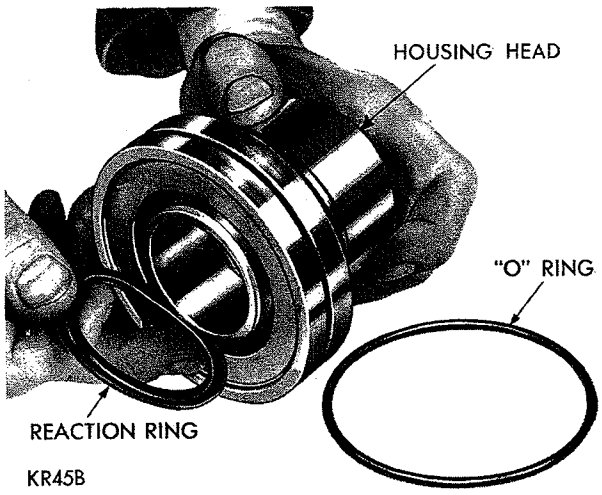

***Fig. 22—Installing Reaction Seal Ring in Worm Shaft Support***
(43) Lubricate and install reaction seal in groove in face of housing head with flat side of seal out (Fig. 22). Install "O" ring in groove on housing head.
(44) Slide housing head and arbor, Tool C-3929 over the wormshaft carefully engaging cylinder head ferrule and "O" ring and making sure reaction rings enter circular groove in housing head. The power train is now ready for installation in housing.
(45) It is generally not necessary to remove sector shaft cover. However, this may be easily accomplished by removing the adjusting screw. While holding the cover, turn adjusting screw clockwise until the shaft becomes disengaged from cover. The adjusting screw and thrust washer will now slide out of the "T" slot in end of shaft.